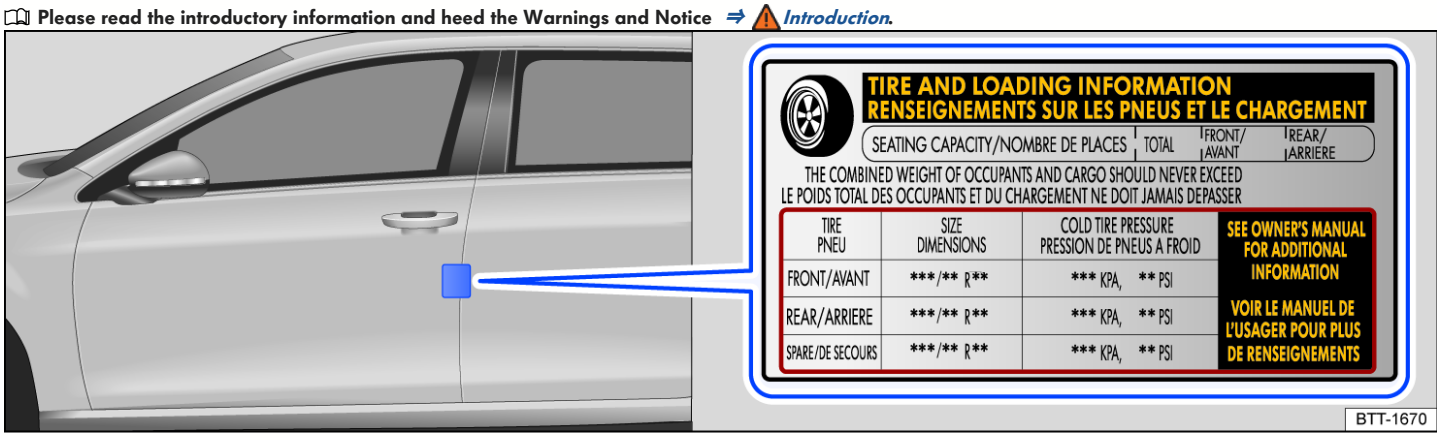

Fig. 149 On the driver door pillar: tire pressure sticker
The correct tire pressure for the tires fitted at the factory can be found on a label on the B-pillar of the driver door *fig. 149*. The factory-installed tires can be winte summer or all-season tires.
- Always adjust the tire pressures to the vehicle load *fig. 149*.